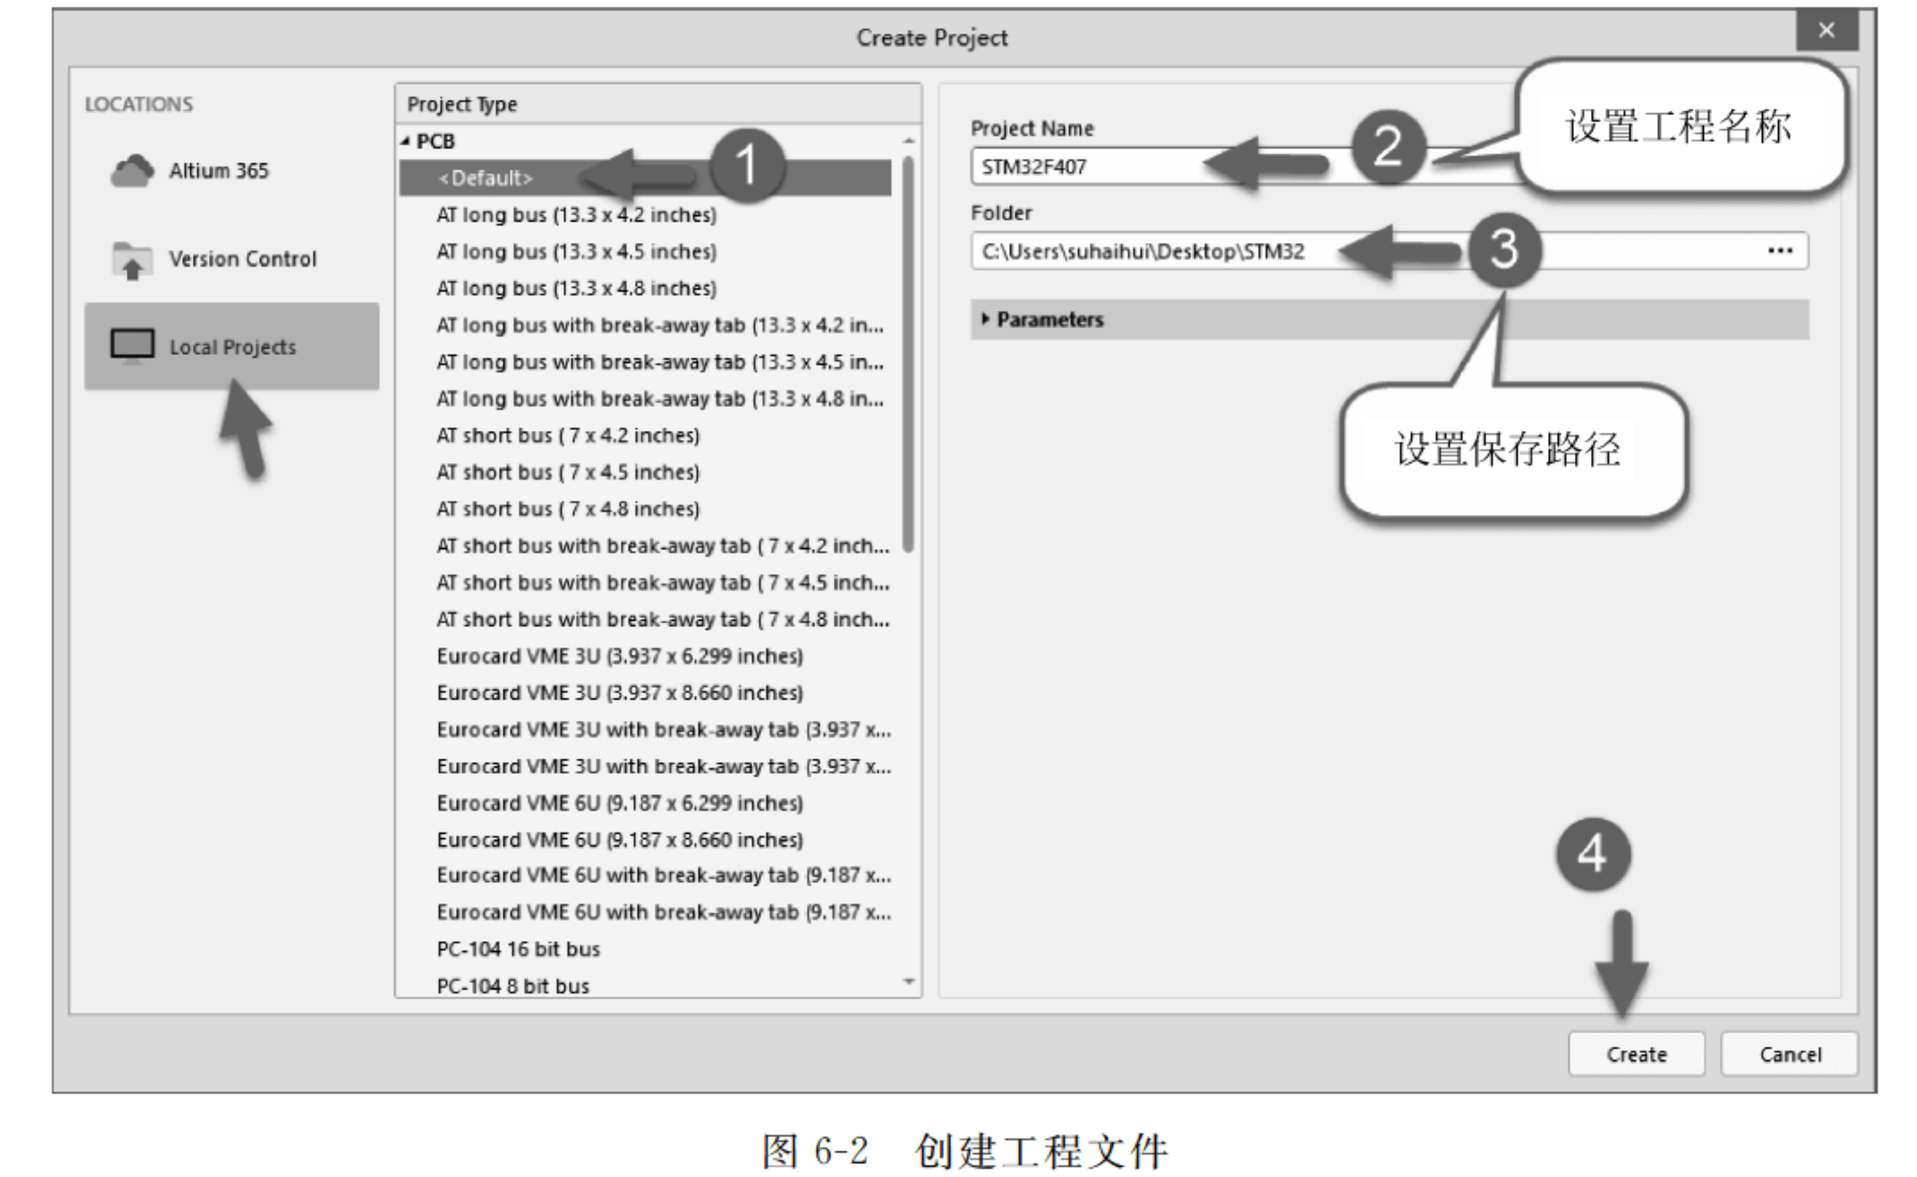

图 6-2 创建工程文件
(1) 执行菜单栏中“文件”→“新的...”→“项目”命令，在弹出的 Create Project 对话框中，设置好 Project Name 和 Folder 选项，单击对话框右下角的 Create 按钮，即可创建一个新的工程文件，如图 6-2 所示。